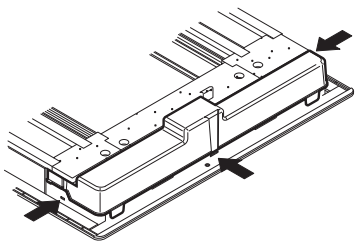

Fig. 3-2-10
(4) Attach the cover A until it is firmly engaged in the claws indicated by arrows. (Fig. 3-2-10)
(5) Arrange the lead wire of the operation panel appropriately and fasten it with the supplied clamper.
(6) Install the ceiling panel.